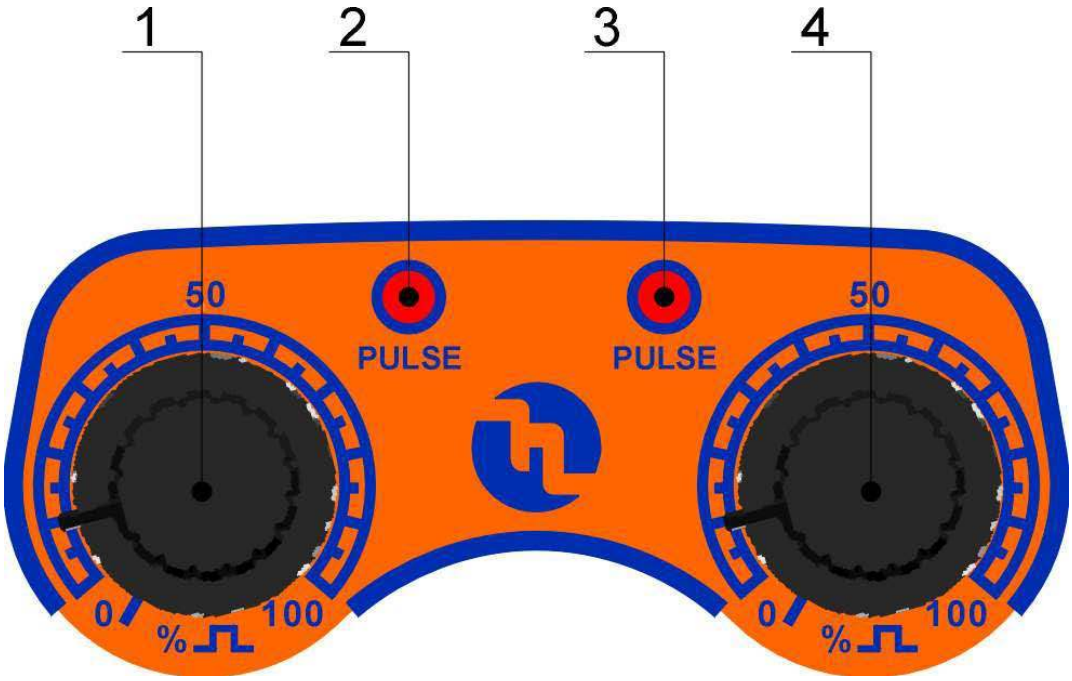

Рис.11
5.1. ОРГАНЫ УПРАВЛЕНИЯ НАСОСОМ (Рис.11)